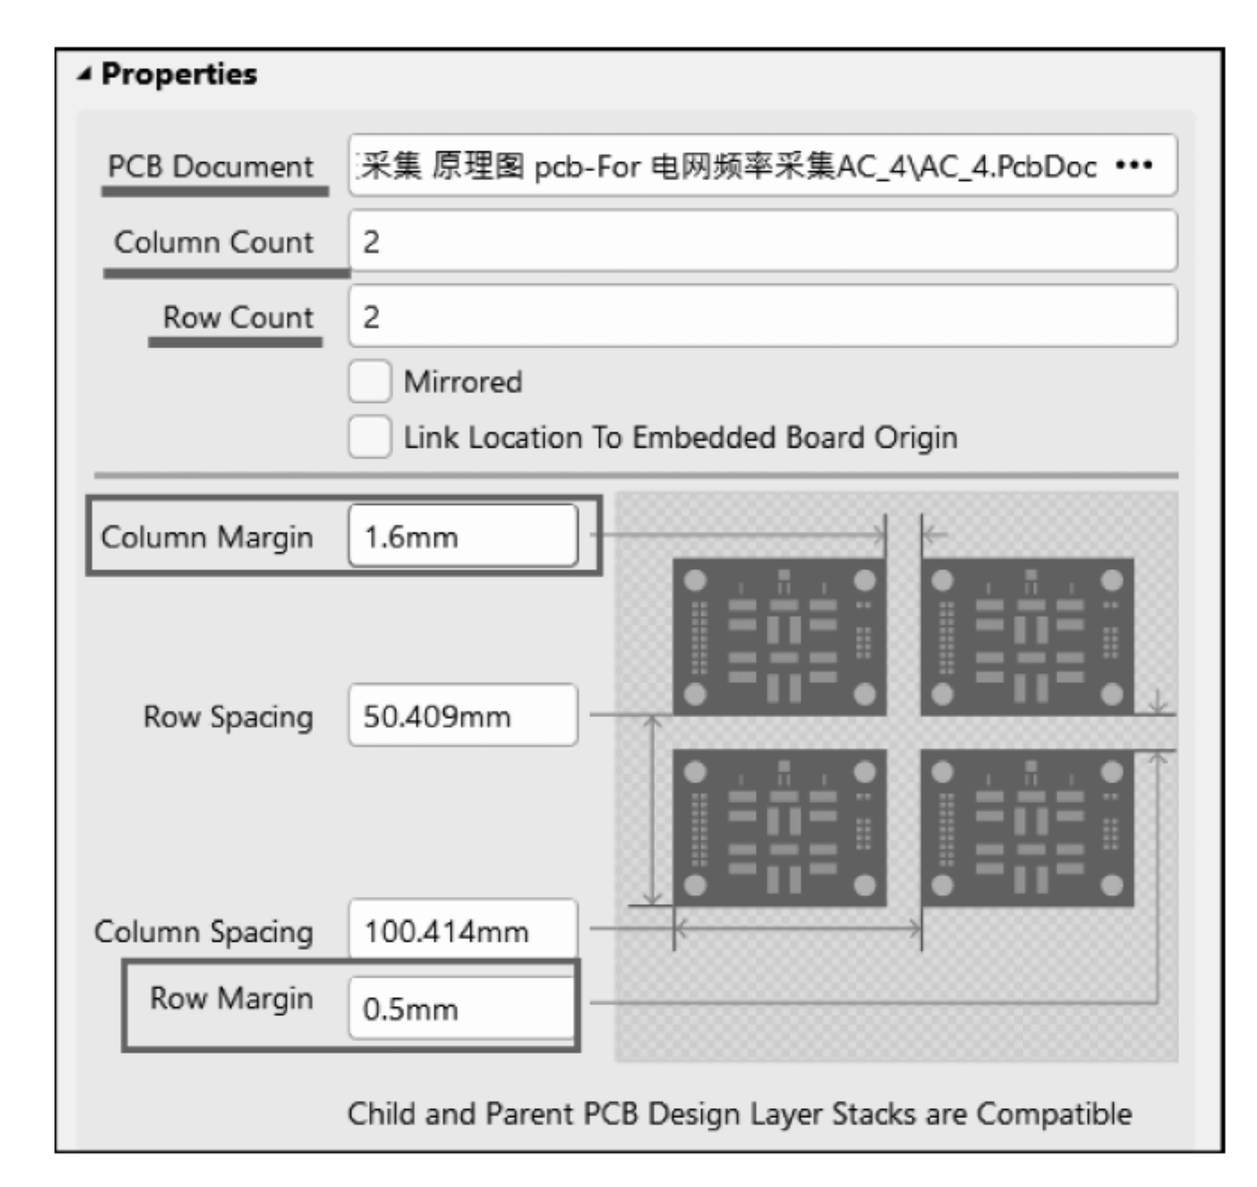

图 1-261　阵列拼板参数设置面板
(4) 这个就是 Altium Designer 拼板阵列实现拼板的功能,执行“拼板阵列”命令后,光标变成十字形状并附有一个阵列图形,按 Tab 键弹出阵列拼板参数设置面板,如图 1-261 所示。在 PCB Document 栏选择需要拼板的 PCB 文件,在 Column Count 和 Row Count 的行列元素输入框中输入要拼板的横排和竖排的数量,这里各自输入 2。然后在 Column Margin 和 Row Margin 输入框中输入需要的参数(这个参数视自己需求而定),输入两个参数后,Row Spacing 和 Column Spacing 这两项会随之自动改变。